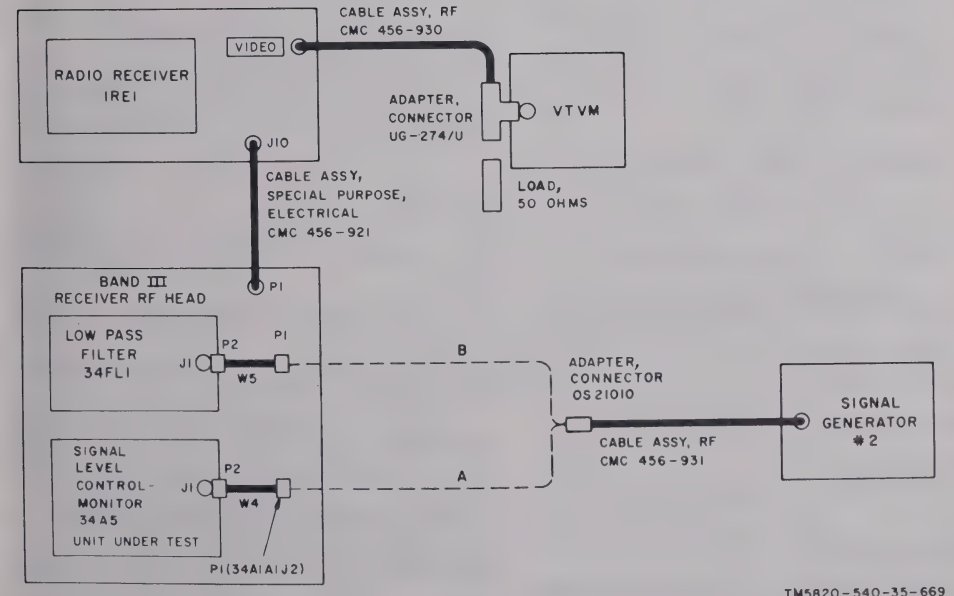

Figure 3-71. Signal level control-monitor 34A5 operational check, test setup.
(2) Connect the test equipment as shown in A, figure 3-71.
(3) Tune the receiver to channel 1390 a the signal generator to 895 MHz.
(4) Set the AC POWER switch to ON.
(5) Increase the output level of signal gene ator No. 2 until the high signal alarm operat (buzzer may sound if not muted). The signal ge erator No. 2 level will be 0 dbm ± 10 dbm.
(6) Decrease the level of signal generat No. 2 until the VTVM indicates —50 dbm.
(7) Connect the test equipment as shown B, figure 3-71.
(8) The indication on VTVM should not higher than —49.25 dbm.
(9) Set the AC POWER switch to OFF.
(10) If the high signal alarm does not co on in (5) above, and/or the indication obtained (8) above is beyond the specified limit, the un